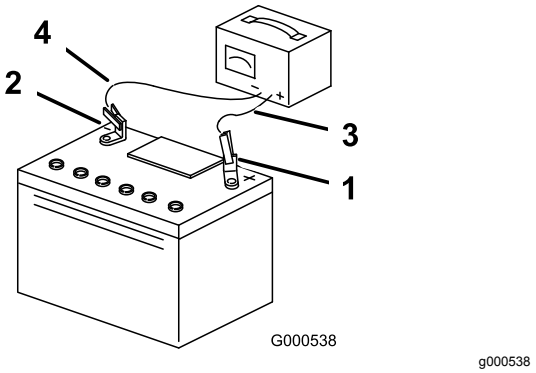

Figure 45
3. Quand la batterie est chargée au maximum, débranchez le chargeur de la prise, puis débranchez les fils du chargeur des bornes de la batterie (Figure 45).